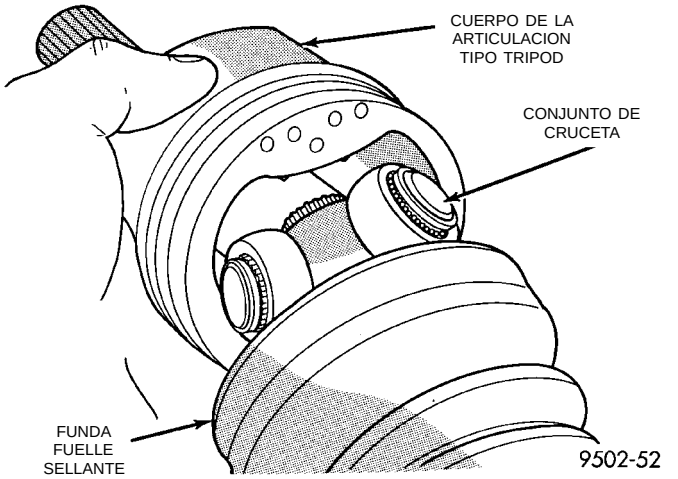

Fig. 27 Desmontaje de la articulación del conjunto de cruceta del cuerpo
(3) Deslice el eje de interconexión y conjunto de cruceta fuera del cuerpo de articulación tipo Tripod (Fig. 27).